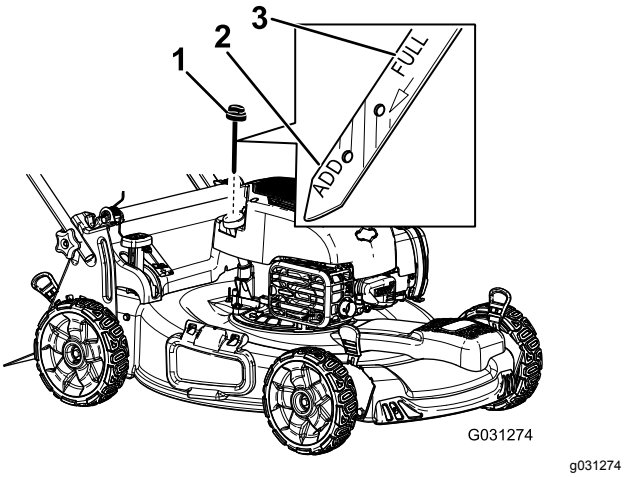

Figure 24
3. Tournez le bouchon dans le sens antihoraire et sortez la jauge (Figure 24).
10. Vérifiez le niveau d'huile indiqué par la jauge (Figure 24).